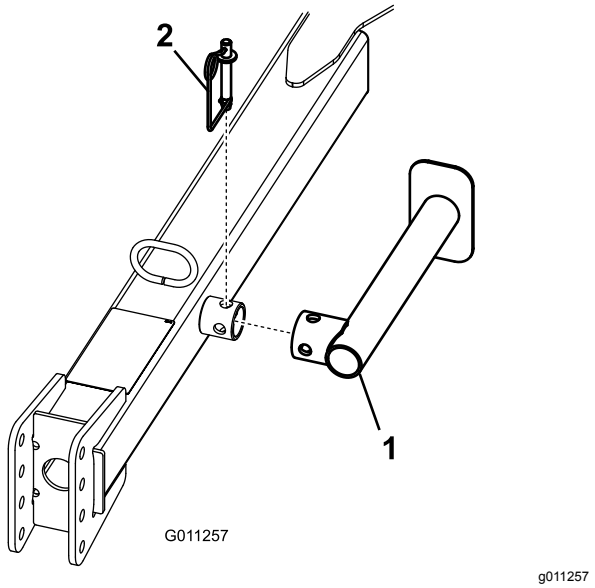

Figuur 9
3. Verwijder de veerpen, draai de krik omlaag en plaats de veerpen (Figuur 9).